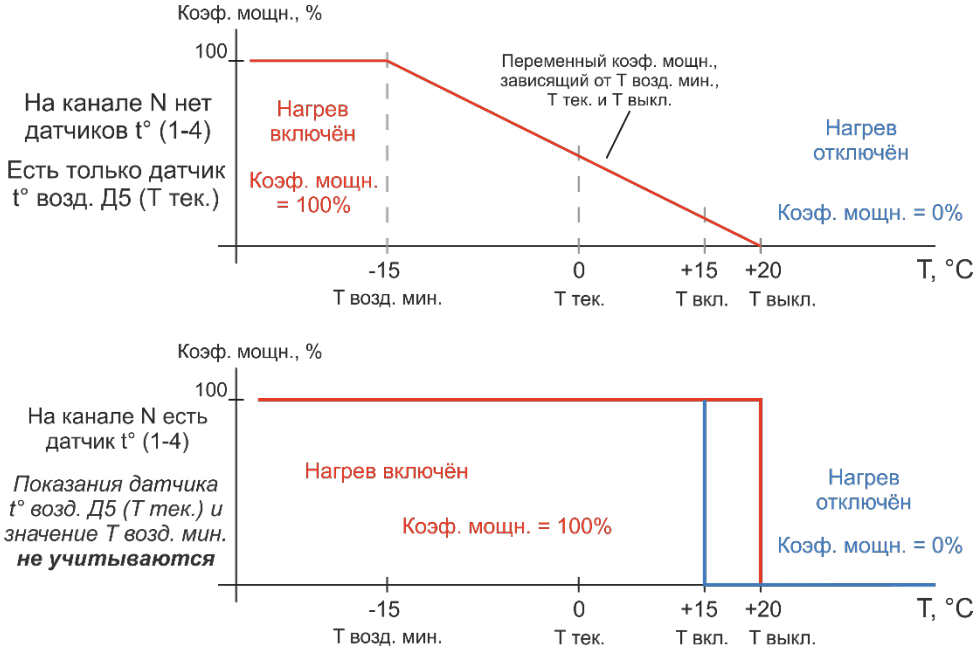

Рисунок 12. Алгоритм работы нагрева на произвольном канале N (от 1 до 4) в зависимости от наличия на этом канале датчика t° поверхности
P – это время от цикла реле (периода нагрева), в течении которого будет включён нагрев. То есть нагрев при указанных на верхнем графике рис. 12 параметрах будет осуществляться в течении 50x57,14% = 30,86 минут. Оставшиеся (50 – 30,86) = 19,14 минут нагрев осуществляться не будет.
- если в какой-либо строчке отображается измеренное значение температуры, то это означает, что для данного канала подключён датчик температуры поверхности и этот канал работает по алгоритму «Труба» (см. рис. 12 и п. 7.1.) **независимо от показаний и наличия датчика Д5**
- справа в каждой строчке отображается вычисленный коэффициент мощности в соответствии с графиком на рис. 12